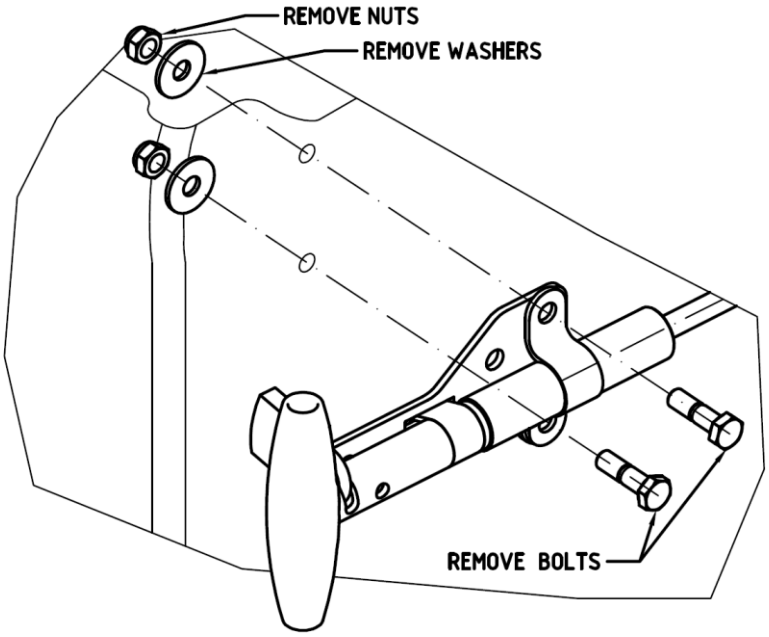
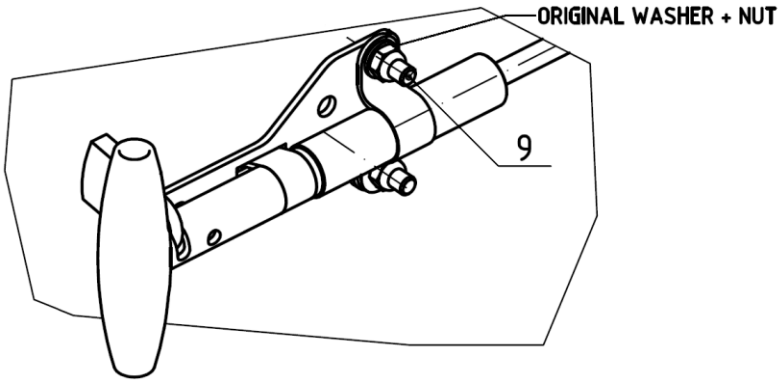

Figure 9
Figure 10
4.1. Carefully remove the bolts, washers, nuts (Figure 9). **Warning, the EPS actuator is not armed in this moment!** Temporary arm the EPS actuator by assembling of console and EPS actuator using bolts [9] and original washers and nuts (Figure 10).